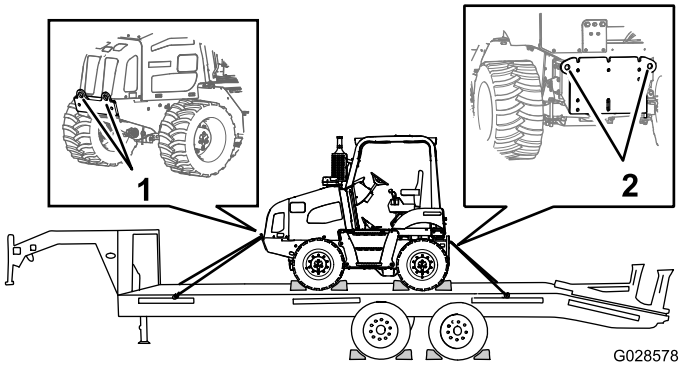

Рисунок 53
9. Прикрепите переднюю и заднюю часть машины к прицепу с помощью цепей и крепежных деталей (Рисунок 53).